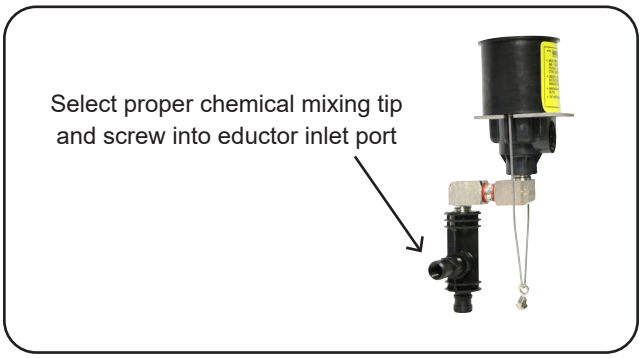

figure 5
1. Set or mount soap tank in place near Pump Station and run city pressure soft water line to inlet of tank. Select proper mix tip for soap and screw into chemical inlet port on Hydrominder eductor. **(Fig. 5)**